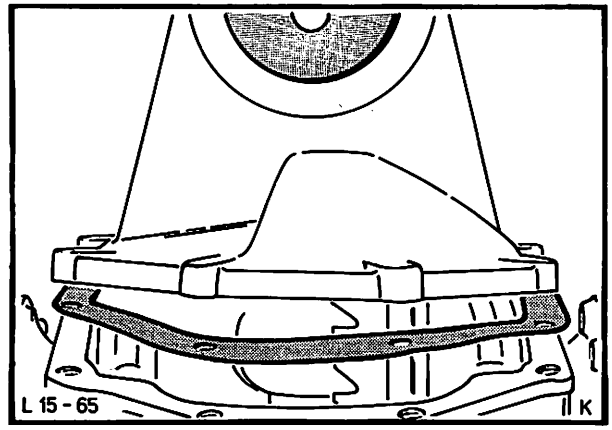

Abb. 124 Hinterachsdeckel mit neuer Dichtung montieren
9. Hinterachsdeckel mit neuer Dichtung montieren und Schrauben mit vorgeschriebenem Drehmoment festziehen, Abb. 124.